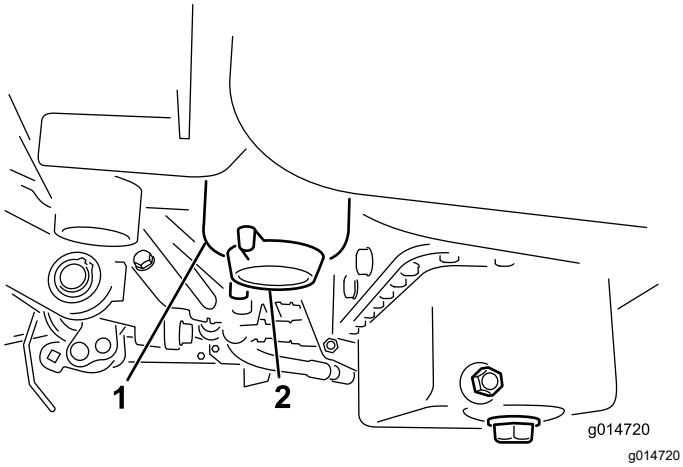

Figur 35
2. Rengör området där filterskålen ska monteras (Figur 35).
4. Öppna filtrets avtappningsplugg (Figur 35).